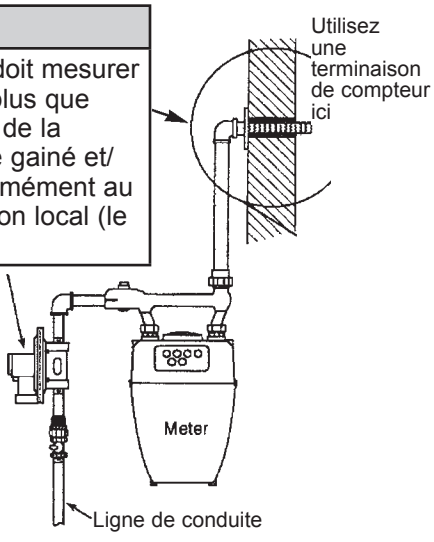

Figure: 4-11
1. Les compteurs qui reposent sur la conduite d'alimentation du distributeur de gaz et sur la tuyauterie du bâtiment ne seront pas raccordés directement à la tuyauterie flexible. Il faut plutôt utiliser un raccord de terminaison de compteur ou une conduite en acier pour la partie extérieure de la connexion. Pour fixer les compteurs, tous les emplacements de fixation doivent être utilisés lorsqu'on installe une bride ou une plaque de fixation. (Figures : 4-11 et 4-12).